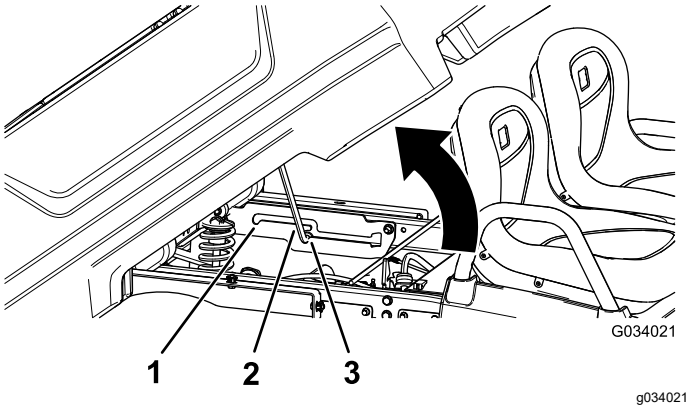

Figuur 14
2. Zet de steunstang in de borgsleuf van de stortstand om de laadbak vast te zetten in de stortstand (Figuur 14).
2. Trek de steunstang in de borgsleuf van de onderhoudsstand om de laadbak vast te zetten voor onderhoud (Figuur 14).
2. Neem de steunstang uit de palopening (Figuur 14).